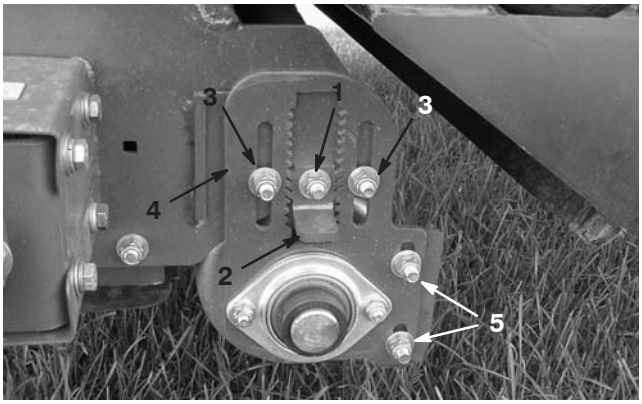

Bild 28
3. Lösen Sie die Sicherungsmutter am Höheneinstellschlüssel (Bild 28), sodass Sie ihn ungefähr 12 mm herausziehen können.
4. Lösen Sie die Einstellsicherungsmuttern für die Rollenhöhe (Bild 28).
5. Ziehen Sie den Höheneinstellschlüssel heraus und bewegen Sie die hintere Rolle nach oben oder unten. Schieben Sie hierfür die Höheneinstellplatte auf die gewünschte Höhe (Bild 28).
Der Rollenabstreifer (Bild 28) sollte so eingestellt sein, dass zwischen dem Abstreifer und der Rolle ein Abstand von 3 mm besteht. Lösen Sie die Einstellmuttern des Rollenabstreifers und verstellen Sie die Rolle auf die gewünschte Höhe. Ziehen Sie die Muttern dann fest.